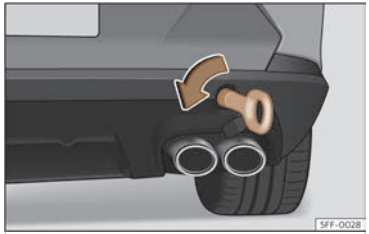

Fig. 202 A la part dreta del para-xocs del darrere: argolla de remolc enroscada.
- Enrosqueu l'argolla de remolc a l'allotjament girant-la al màxim **en el sentit contrari al de les agulles del rellotge** ››› fig. 202 , ››› ⓘ. Utilitzeu un objecte adequat amb el qual pugueu enroscar completament i fermament l'argolla de remolc en el seu allotjament.